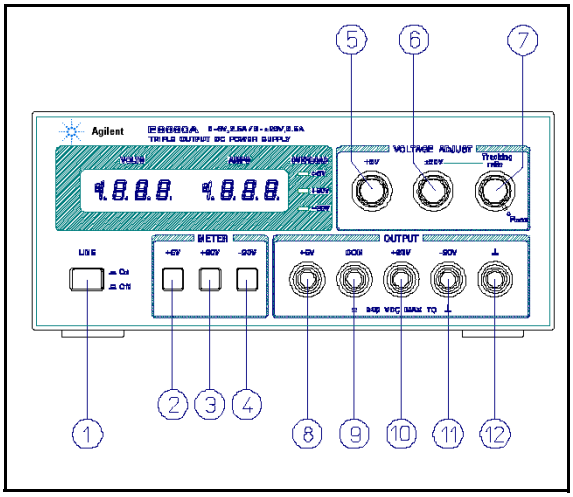

Figura 2. Controles e Indicadores del Panel Frontal
En los pasos siguientes se explica cómo utilizar los controles e indicadores del panel frontal que aparecen en la Figura 2 y sirven como una comprobación breve para confirmar que la fuente está operativa. Siga este procedimiento de verificación o el procedimiento más detallado de prueba del rendimiento indicado en la sección de información de servicio cuando reciba el instrumento y antes de conectarlo a cualquier equipo de carga.
Esta fuente de alimentación se puede utilizar independientemente o en paralelo o en serie con otra fuente de alimentación (consulte los párrafos de Utilización en paralelo y en serie). Todos los terminales de salida están aislados de la masa. Las salidas de ±20 V y +6 V utilizan un terminal de salida común sencillo. Este terminal común (COM) o cualquiera de los otros terminales de salida puede conectarse a la masa del chasis en el terminal de masa del panel frontal ((12) en la Figura 2).También pueden dejarse flotantes todas las salidas. Las cargas se pueden conectar por separado entre cada una de los terminales de salida de 0 a ±20 V y el terminal COM, o entre los terminales de +20 V y -20 V para obtener una salida de 0 a 40 V. Se puede seleccionar rápidamente el control de cada una de las corrientes o tensiones de salida utilizando los pulsadores conmutadores de los medidores. Para controlar la tensión de salida de 0 a 40 V, sume las lecturas del voltímetro para las salidas de + 20 V y -20 V y utilice el medidor de + 20 V ó - 20 V para medir la corriente.